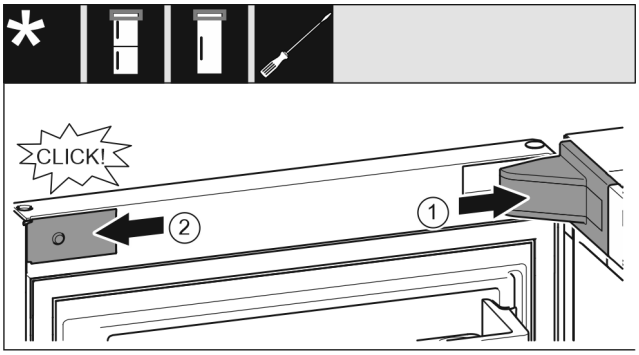

Fig. 26
▶ Put the swap bearing block cover *Fig. 26 (1)* on and engage, push apart carefully if required.
▶ Place the trim *Fig. 26 (2)* on the side and engage.